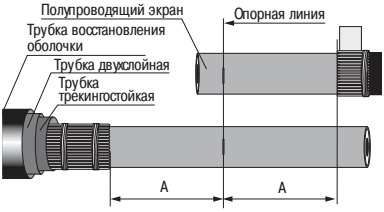

Рисунок 4
4.6 Обмот ть поверхность оболочки одного из соединяемых к белей полиэтиленовой пленкой от уп ковки (н рисунке не пок з н), н деть вложенные друг в друг трубку восст новления оболочки, двухслойную трубку черно-кр сного цвет , трекингостойкую трубку кр сного цвет и сдвинуть вдоль к беля з проволоки экр н н время монт ж (рисунок 4).